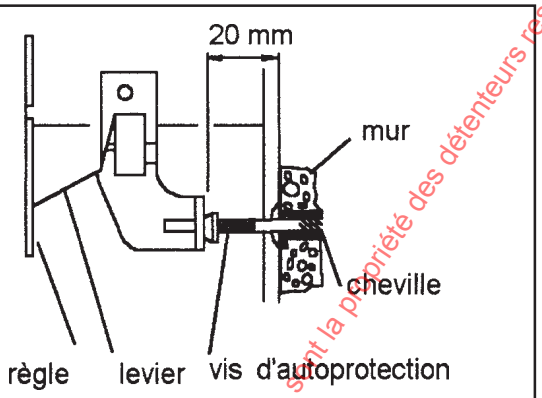

Fig.2
- Si le microcontact ne change pas d'état, dévisser la vis. Recommencer l'opération jusqu'à obtenir un réglage correct de l'autoprotection (fig.2).